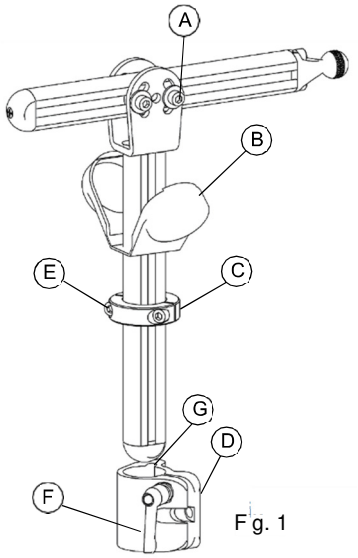

Fig. 1
2. Waagrecht / Winkel: Lockern Sie die Drehpunktschrauben (Fig. 1, A) für die Tiefen- (Fig. 4) und Winkelverstellung (Fig. 3). Die Schrauben werden erst ganz angezogen, wenn die endgültige Position erreicht ist.